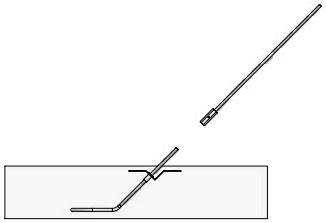
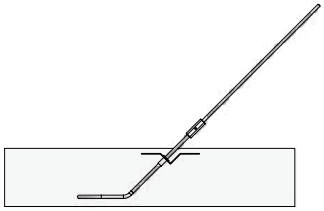

Abb. 14.3
Abb. 14.4
2. Die Verbindungsmutter zunächst auf den Ankerstab DW 15 oder DW 20 schrauben (Abb. 14.3), dann beide auf die Verankerungsschlaufe schrauben (Abb. 14.4).